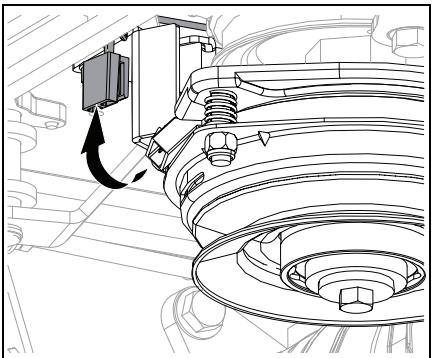

Figure 58
6. Disconnect clutch wire. See Figure 58.